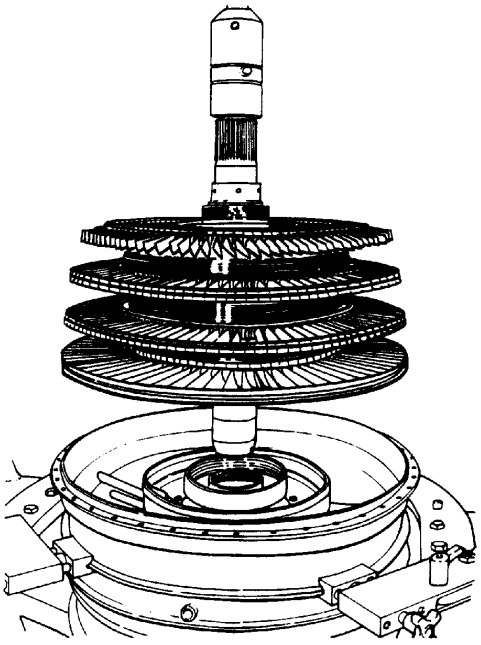

Figure 9. Installing Turbine Rotor into Bearing Support
e. Install the bearing inner ring and rear turbine labyrinth seal (66) onto the turbine rotor rear bearing journal.
f. Install 6799803 turbine rear bearing guide on turbine rotor rear shaft. (See figure 9.)
h. Slowly lower and rotate turbine rotor (45, figure 1) into rear turbine bearing support (51). (See figure 9.)